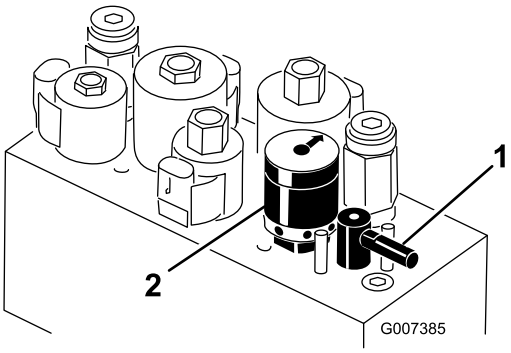

Figur 28
4. Vrid reglaget (Figur 28) tills indikatorpilarna är i linje med det nummer som markerar önskad inställning, för att ställa in cylinderhastigheten.